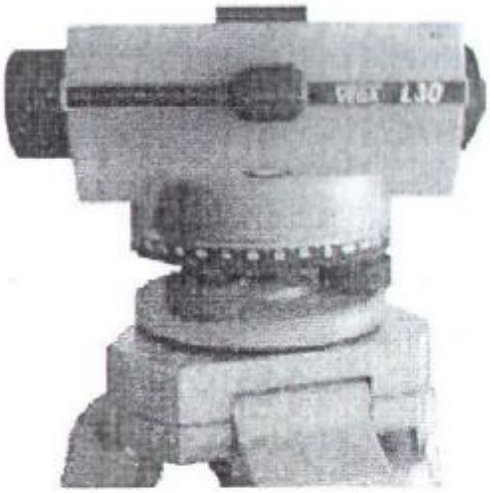

Рисунок 3
- Используя становой винт, плотно закрепите нивелир на штативе (см. рис. 3).